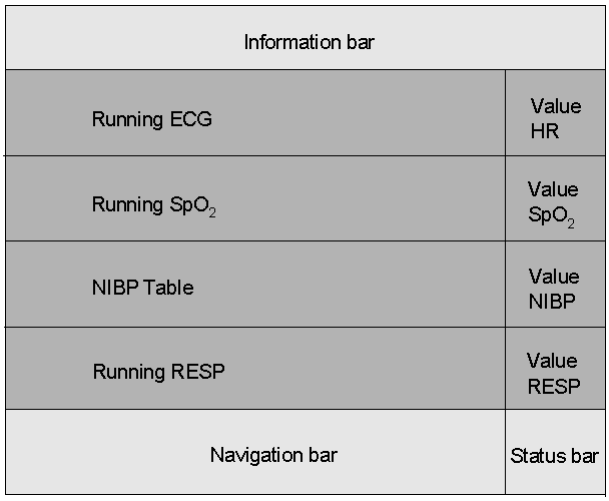

Figure 5. Division of the screen in monitor view
7. MobiMed 300m displays the monitor view (see Figure 5). Connect the patient to the ECG cable, SpO_2 sensor or NIBP cuff. From this point, monitoring will start when signals from patient are present and communication with the receiving hospital will start automatically.